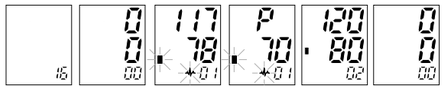

Fig 2 Fig 2-1 Fig 2-2 Fig 2-3 Fig 2-4 Fig 3
a. După măsurare puteți să vizualizați rezultatele măsurătorilor din memoria dispozitivului PRO-35, apăsând butonul "M". Mai întâi pe ecranul LCD apare numărul de rezultate ale măsurătorilor stocate în memorie. A se vedea fig. 2.